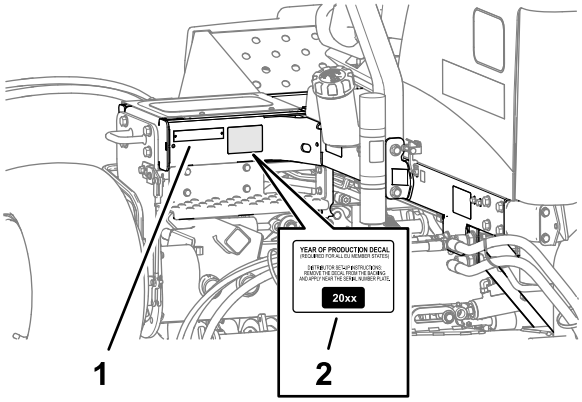

**Figur 37**
1. Torka av den vänstra ramen nära modell- och serienummerplåten med alkohol och låt ramen torka (Figur 37).
2. Ta bort skyddspapperet och fäst dekalen för tillverkningsår på ramen nära serienummerplåten enligt Figur 37.